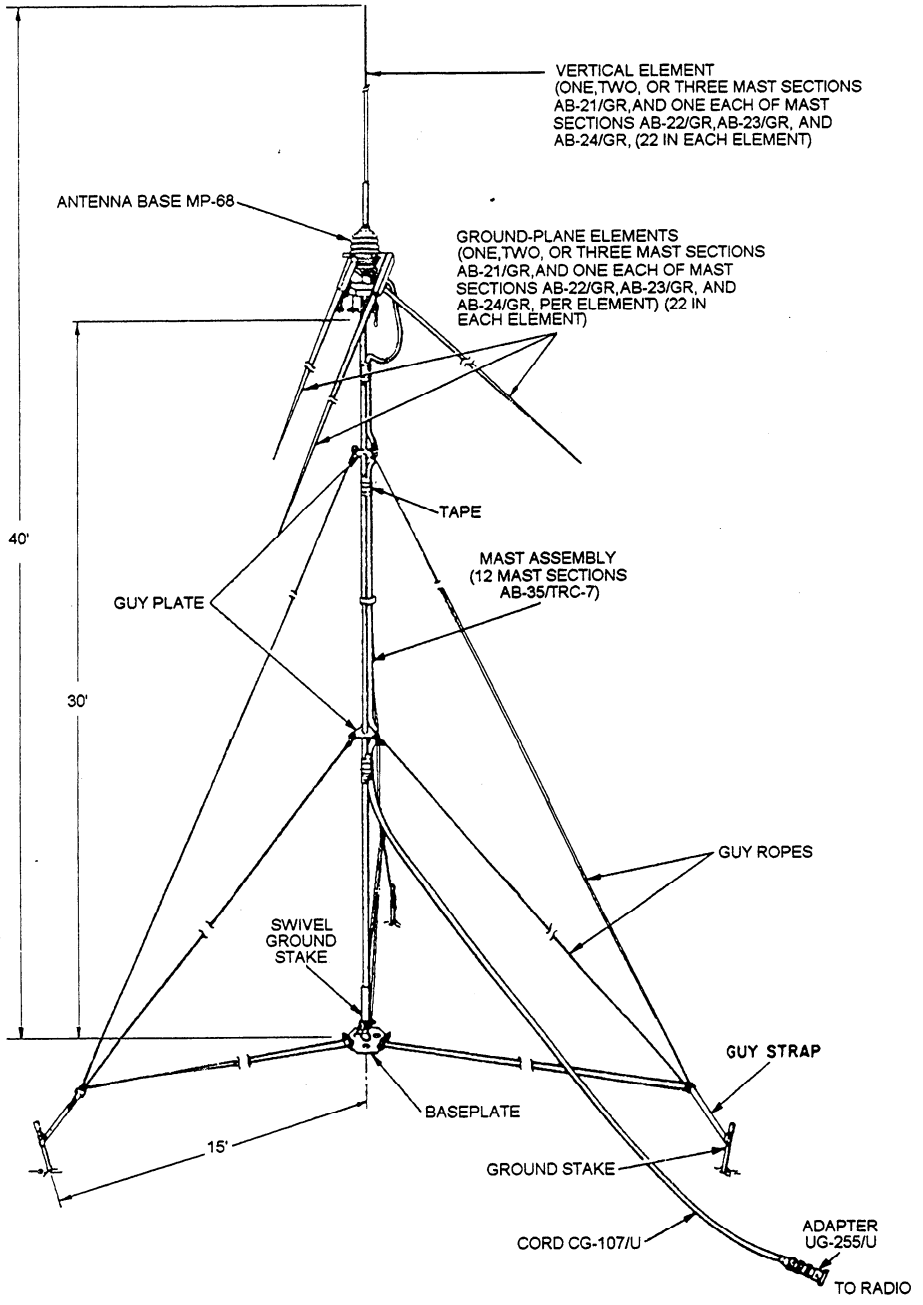

Figure 11-13.—Antenna RC-292 setup.
The antenna (fig. 11-13) consists of one vertical radiating element that makes an angle of 140 degrees with the vertical element. Antenna Base MP-68 mounts the four antenna elements and provides for connecting the antenna to the radio set by the CG-107/U. Twelve Mast Sections AB-35/TRC-7, joined together, form the 30-foot mast assembly for elevating above ground. The mast assembly is supported on Mast Base Assembly AB-154/U installed in the baseplate and is held in a vertical position by six guy ropes. The lengths of the antenna elements are adjusted for different frequency ranges by changing the number of mast sections that make up the antenna elements. The swivel stake on which the mast is supported facilitates lowering of the antenna to make such changes. The equipment maybe transported by hand (manually) or by vehicle. When disassembled, the RC-292 should be packed in a canvas roll.
5. Guy Ropes, Guy Plates, and Guy Stakes. These items hold the mast assembly in a vertical position (fig. 11-13).